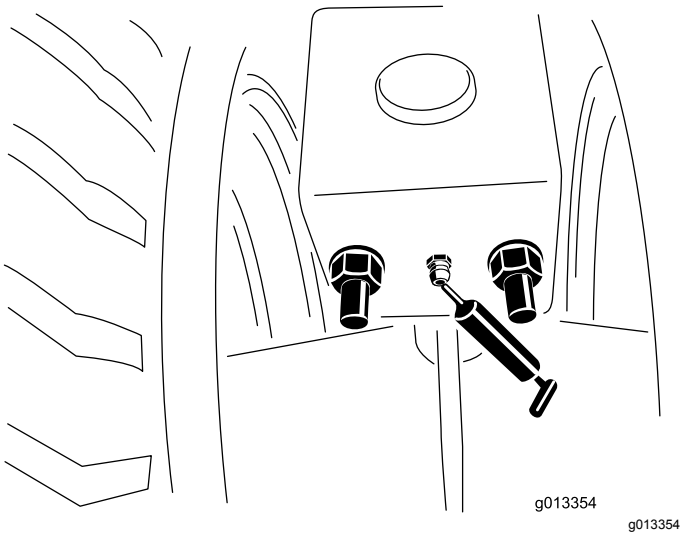

Figuur 54
1. Reinig de smeernippels (Figuur 54).